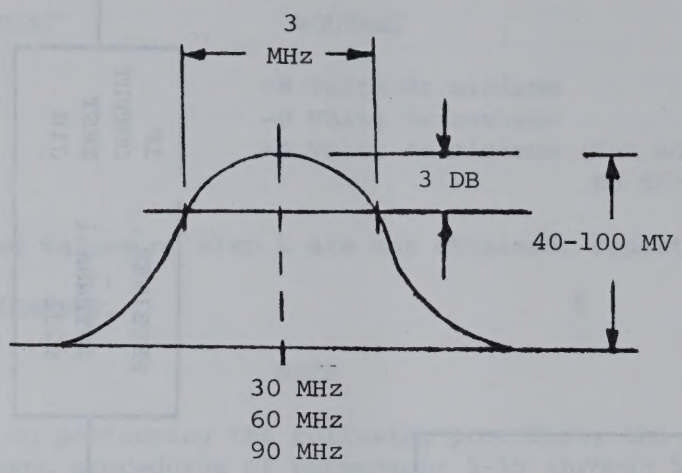

Figure 5-13. Band A Tuner Alignment Oscilloscope Waveform
h. Set the sweep generator for a sweep about a center frequency of 60 MHz, to give a display as shown in figure 5-13.
j. Observing the oscilloscope, adjust the variable attenuators to obtain a detected output between 40 and 100 mv. See figure 5-13.
r. Adjust C12, C38, C21, C19, and C27 for a maximum response while maintaining the peak of the curve as close to 30 MHz as possible. See figure 5-13.
u. Increase to 30-0 attenuator by 3 db. Position the top of the curve displayed on the oscilloscope at the centerline of the grid. Return the attenuator control to its original setting. Where the curve displayed on the oscilloscope now crosses the centerline of the grid are the 3 db points. Measure the bandwidth at the 3 db points for 30, 60, and 90 MHz. The measured bandwidth should be nominal $\pm$ 10%. See figure 5-13.
f. Set the variable attenuators to about 80 db and adjust the I-F GAIN control for a response curve having an amplitude from 40 to 100 mv. See figure 5-13.